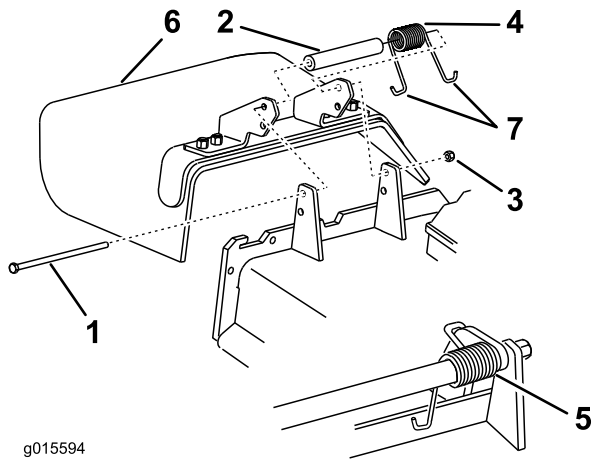

**Figur 98**
1. Fjern låsemøtrikken, bolten, fjederen og afstandsklodsen, som fastgør græsdeflektoren til akselbeslagene (Figur 98). Fjern den beskadigede eller slidte græsdeflektor.
**Bemærk:** Sørg for, at en af fjederens **J**-formede ender sidder bag skjoldets kant, før bolten monteres som vist i Figur 98.
3. Monter bolt og møtrik. Placer en af fjederens **J**-formede ender omkring græsdeflektoren (Figur 98).